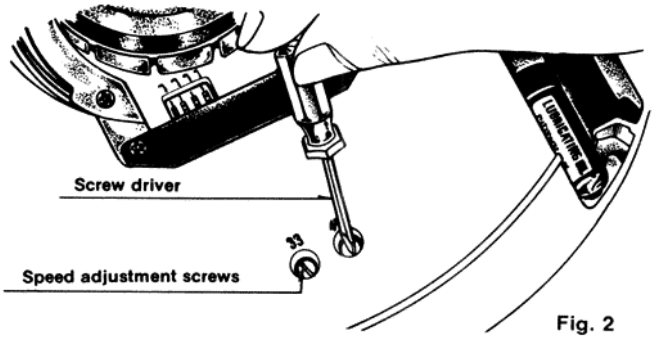

Fig. 2
❷SPEED ADJUSTMENT (with speed adjustment screws) (See Fig. 2)